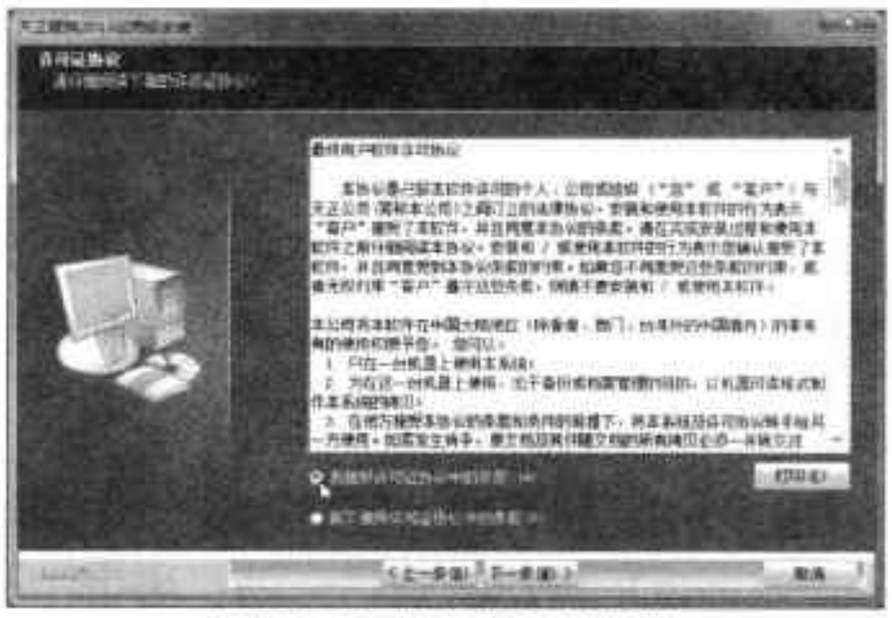

图15-31 接受许可证协议
Step02 在“许可证协议”界面中，单击“我接受许可证协议中的条款”单选按钮，并单击“下一步”按钮，如图15-31 所示。